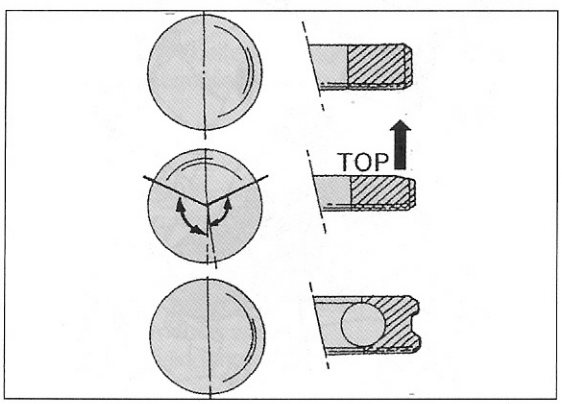

Bild 95
Alle Kolben sind mit zwei Kompressionsringen und einem Ölabstreifring versehen. Bild 95 zeigt einen Querschnitt durch die Ringe, woraus außerdem ersichtlich ist, wie die Ringstöße angeordnet werden. Die Kennzeichnungen der Ringe müssen nach dem Einbau von oben sichtbar sein.
- Kolbenringe an den Kolben anbringen. Dabei unter Bezug auf Bild 95 beachten:
- Der Ölabstreifring muss mit dem Ringstoß in einer Linie mit der Kolbenbolzenbohrung liegen. Die Ringstöße der beiden anderen Kolbenringe in Abständen von je 120° von diesem Ringstoß anordnen. Bild 95 zeigt wie die Ringstöße liegen müssen. Den zusammengebauten Kolben mit diesem Bild vergleichen, ehe man die nächste Arbeit durchführt. Die Kolbenringe gut einölen.